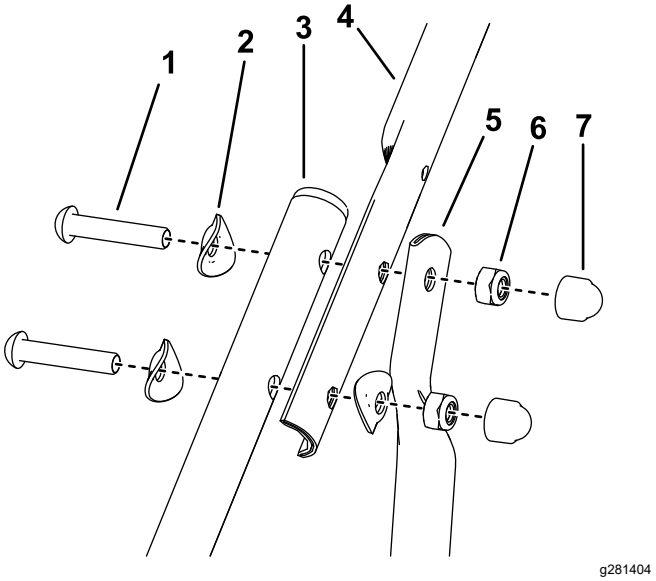

Figuur 5
4. Monteer de bovenste duwbomen en het bovenste deel van de steunduwbomen op de onderste duwbomen; gebruik hierbij aan beide kanten 3 veerringen, 2 bouten en 2 zeskantmoeren (Figuur 5).